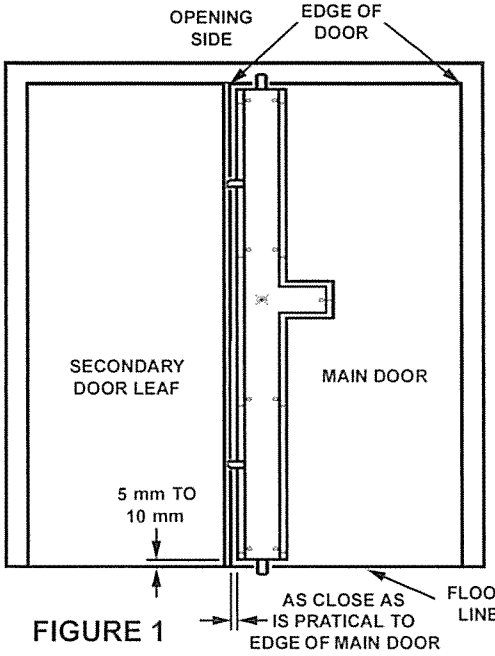

FIGURE 1
1. Position Lock onto door so that bottom of Lock is 5-10mm up from the bottom of the door & such that the edge of the Lock Body is as close as is practical to the opening edge of the active door leaf. (Fig. 1 & 2)